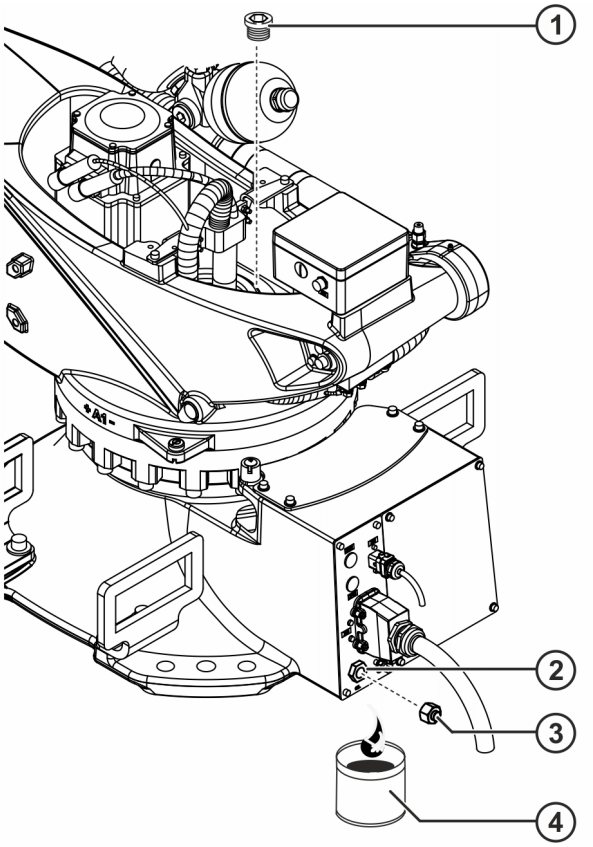

Fig. 8-2: Draining the gear oil from A1
1. Place a suitable receptacle under the drain hole (>>> *Fig. 8-2*).